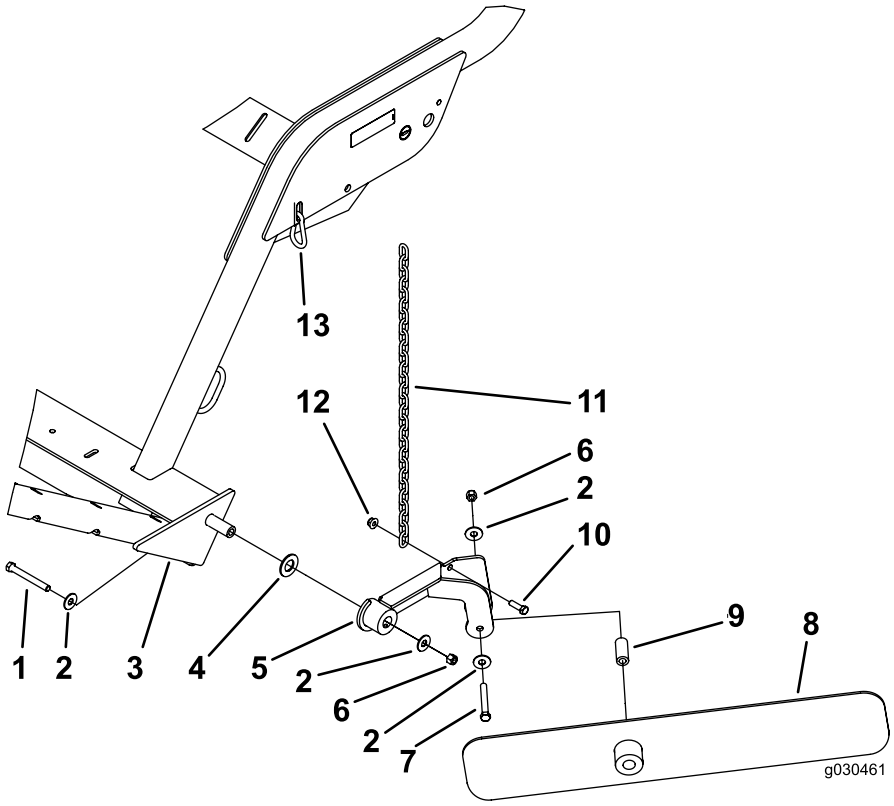

**Figur 15**
**Merk:** Plasser komponentene som vist i Figur 15.
2. Fest gressoppsugingsbladet til monteringsenheten med en bolt (7/16 x 3 1/4 tomme), 2 flate skiver, ett avstandsstykke og én låsemutter (7/16 tomme). Sett sammen komponentene som vist i Figur 15.
3. Fest kjedet til bladmonteringsenheten med en bolt (3/8 x 1 1/4 tomme) og en flensmutter (3/8 tomme) (Figur 15).
4. Fest den andre enden av kjedet til sporet i rammen med smekklenken (Figur 15).